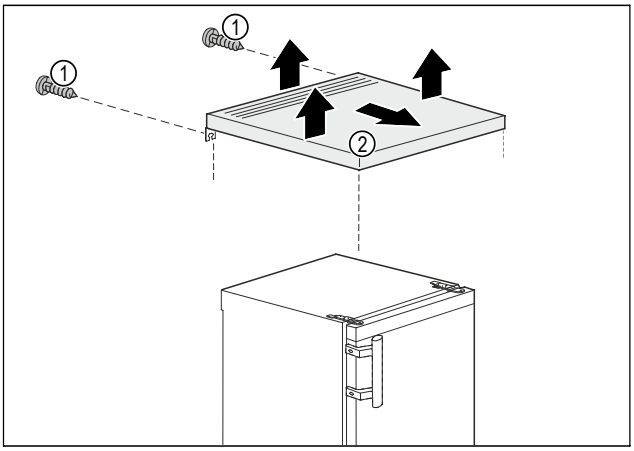

Fig. 3
▶ Fjern skruene *Fig. 3 (1)* på baksiden.
▶ Løft bordplaten *Fig. 3 (2)* bak.
▶ Skyv bordplaten *Fig. 3 (2)* fremover.
▶ Ta av bordplaten *Fig. 3 (2)* oppover.
▷ Bordplaten *Fig. 3 (2)* er fjernet.